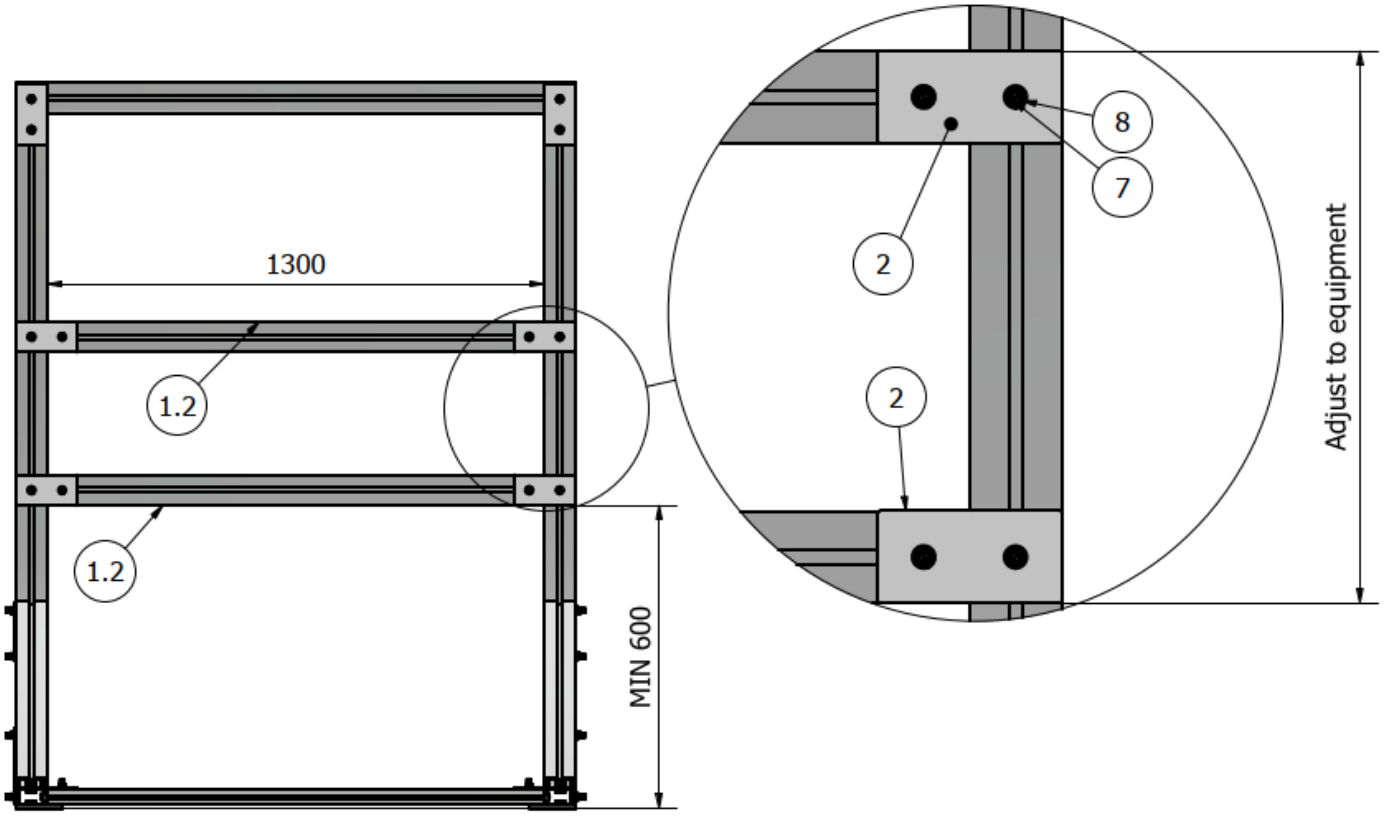

RYS. 9 Montaż poprzeczek
9. Przykręcić poprzeczki **1.2** przy pomocy łączników **2** zgodnie z rys.9.